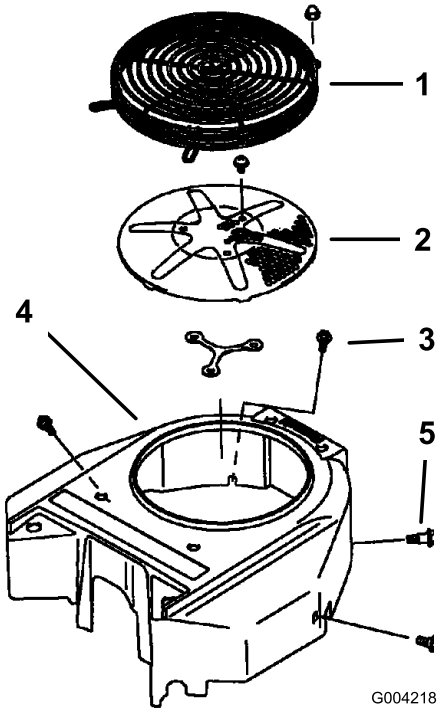

**Figur 62**
3. Fjern luftinntaksskjermen og viftehuset (Figur 62).
5. Monter luftinntaksskjerm, tilbakespolingsstarter og viftehus (Figur 62).